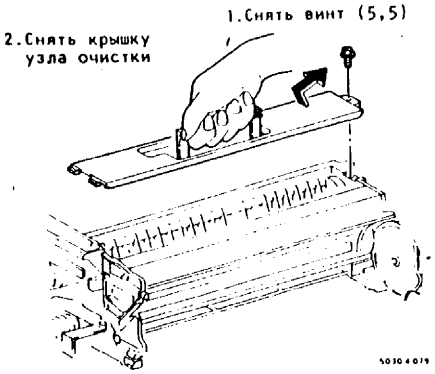

Рис.2. Снятие крышки устройства очистки
5. (Рис.2): Снять узел крышки устройства очистки.